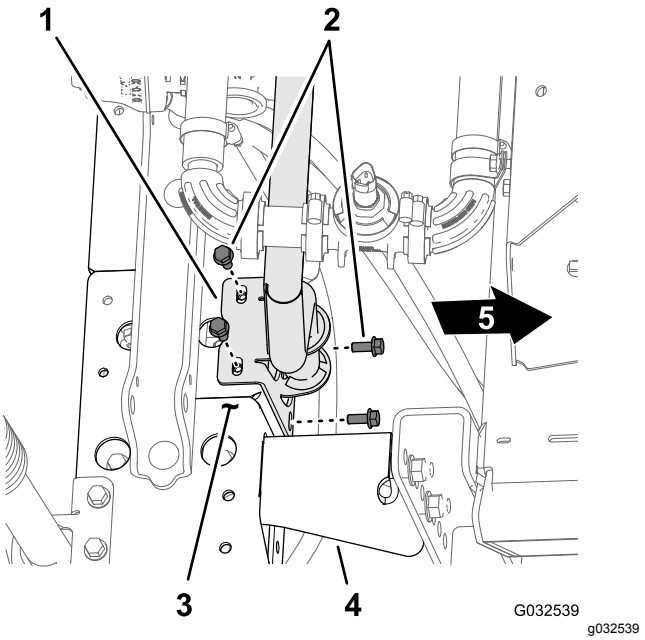
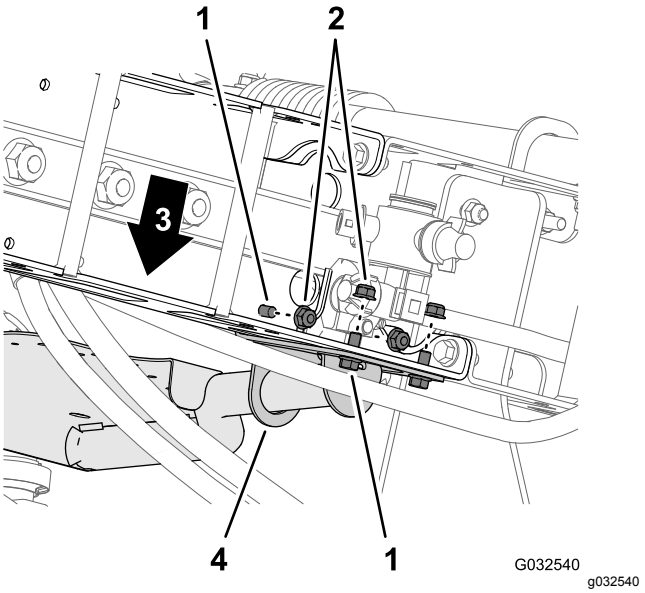

**Figur 88**
**Figur 89**
2. Juster hullerne på ventilbeslagets monteringsbeslag efter hullerne på midterbomsektionens afstiverstel (Figur 88).
3. Monter ventilbeslaget på afstiverstellet (Figur 88 og Figur 89) med 4 bolte (5/16 x 3/4 tomme) og 4 flangelåsemøtrikker (5/16 tomme).